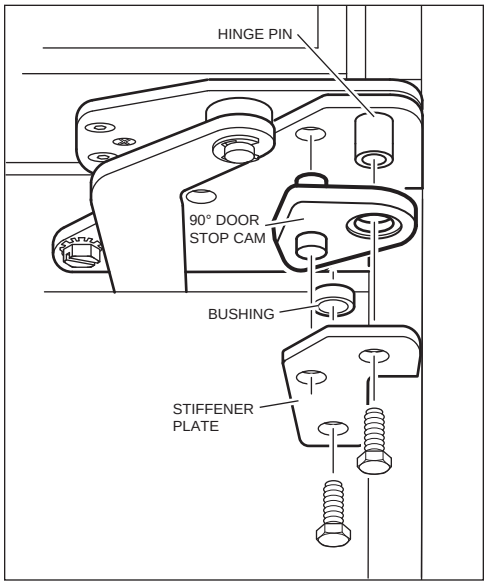

Figure 2-14. 90° Stop Cam
a With door closed, extract bolts, stiffener plate and bushing from lower cabinet hinge (See Figure 2-14).
b. Place door stop cam up over hinge pin, making sure stub on cam fits into hole in lower cabinet hinge (See Figure 2-14).
c. Reinstall bushing, stiffener plate and bolts onto lower cabinet hinge (See Figure 2-14).